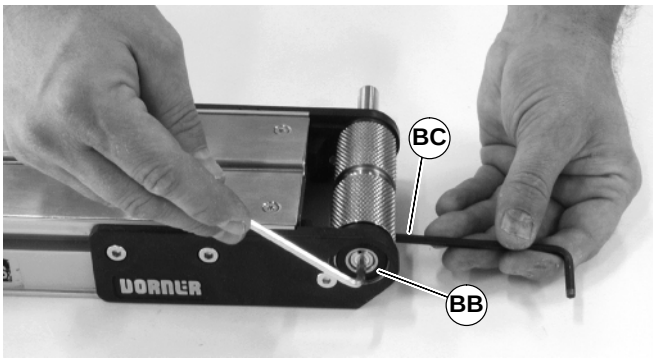

Figure 42
4. With 4mm hex-key wrench, tighten pulley taper screw (BB of Figure 42) to 8.5 Nm. Steady pulley with second hex-key wrench (BC) inserted into pulley hole.